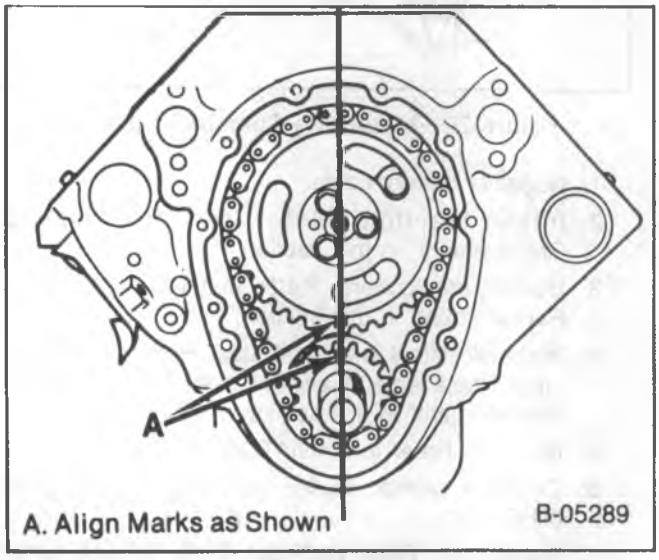
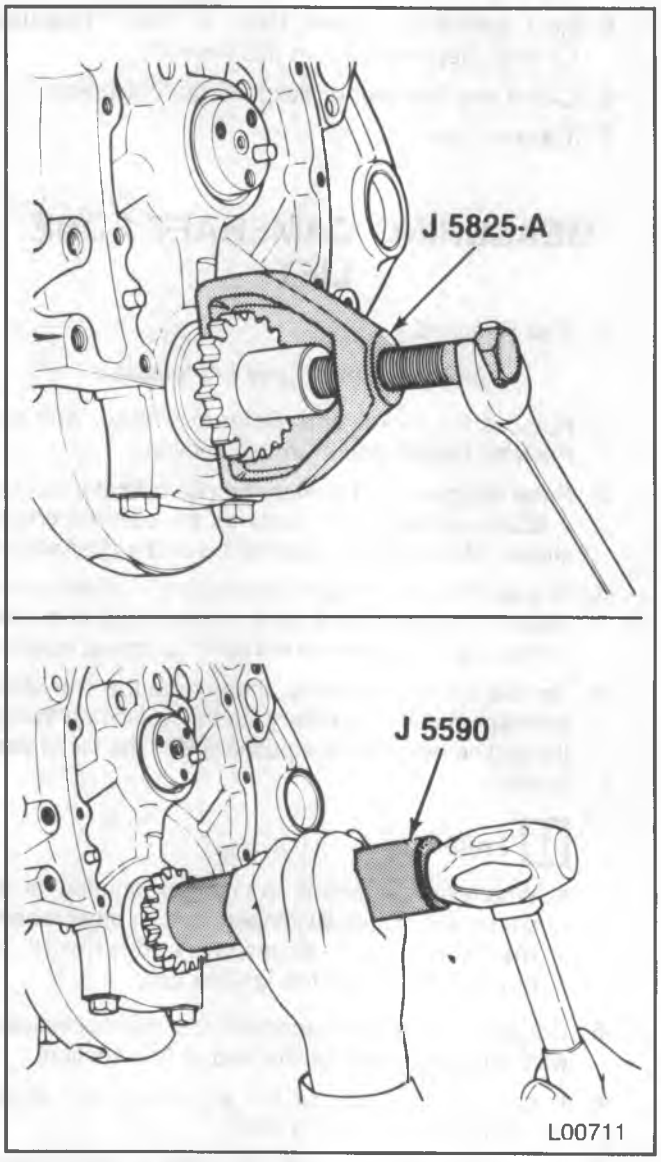

Figure 26—Timing Marks
Figure 27—Replacing the Crankshaft Sprocket
- Align the timing marks (figure 26).
9. Screws (88) and thrust plate (87).
10. Crankshaft sprocket (if necessary) using J 5825-A (figure 27).
3. Crankshaft sprocket using J 5590 (figure 27). Make sure the timing mark faces outside.
4. Thrust plate (87) and screws (88).
- Line up the timing marks on the camshaft sprocket and crankshaft sprocket (figure 26).